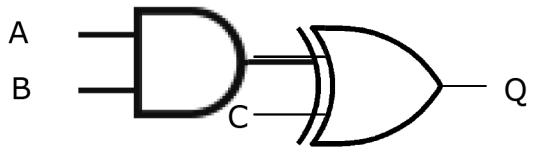

Figure 1
b) Figure 1 shows a combination of an AND gate and an EX-OR gate.